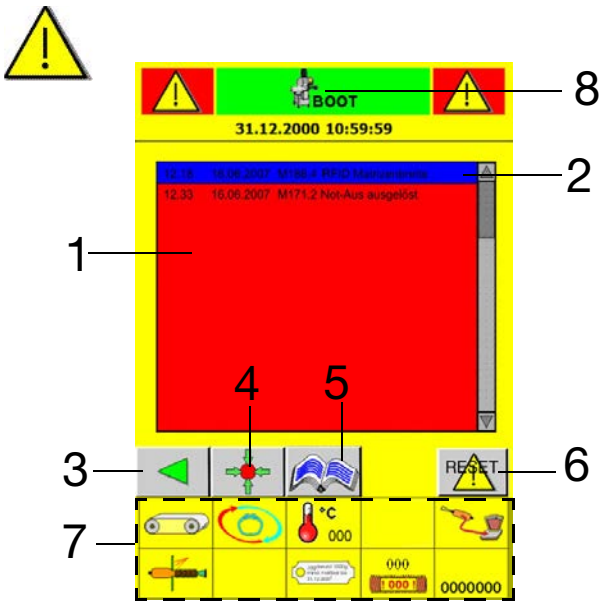

Fig. 4-12
5 Button for calling up the “Current messages” screen (Fig. 4-12)
The message images for the individual errors are automatically displayed when the incident occurs. The message image can also be called up from the list (Fig. 4-12) by double tapping the message.
- To display Alarm history 1, press the icon selection button (5, Fig. 4-12).